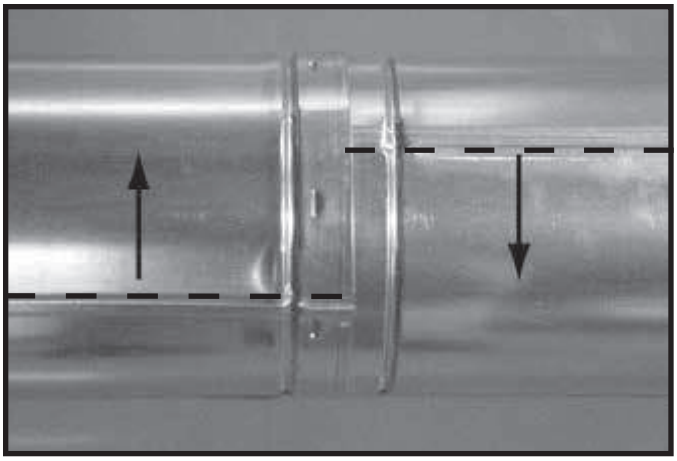
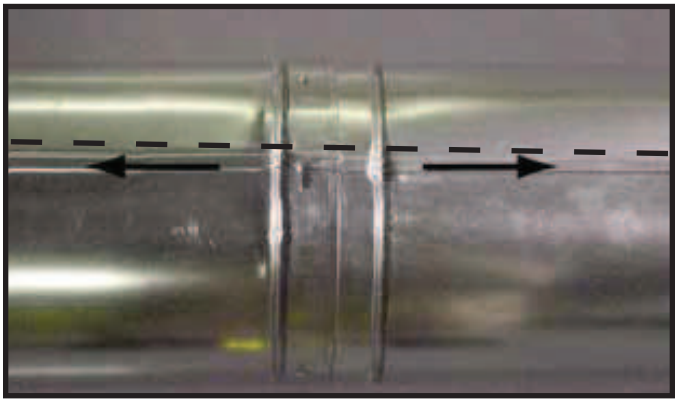

Fig. 10.10 Roter skjøtene for demontering
Fig. 10.11 Sammenpass og demonter ventilseksjoner
- Roter begge deler (se Fig. 10.10) slik at skjøtene på begge rørdeler sammenpasser, som vist i Fig. 10.11.